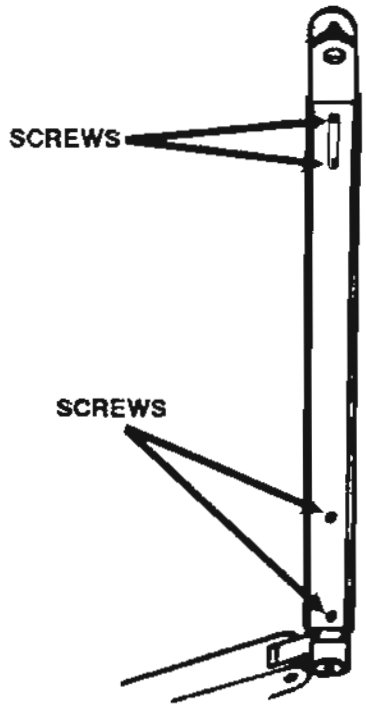

Figure 3-17. Arm disassembly.
(11) Remove the four screws from the underside of the arm (fig 3-17).